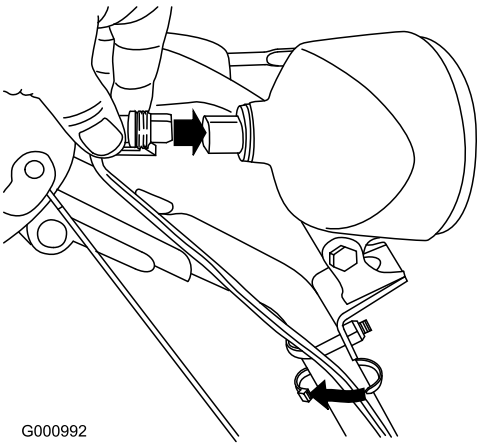

Bild 17
1. Setzen Sie den Kabelanschluss am losen Ende des Kabels gerade hinten in die Scheinwerfereinheit ein, bis er fest sitzt (Bild 17).
Hinweis: Achten Sie darauf, dass der Kunststoffclip am Kabelanschluss unten ist (Bild 17).
2. Befestigen Sie eine Kabelbinde (von den losen Teilen) ungefähr 2,5 cm unter der U-Schraube um das Kabel und den Griff (Bild 17).